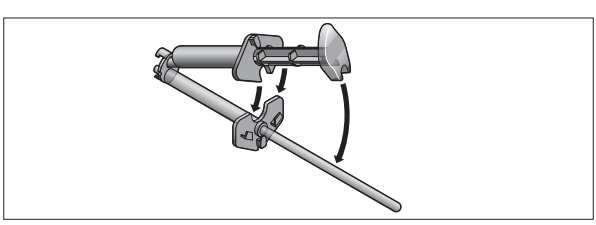

Fig. 02
3. Comprimere insieme le piastre di presa della siringa della base e della siringa del catalizzatore in modo che il meccanismo di blocco della siringa del catalizzatore si agganci alla piastra di presa della siringa della base (Fig. 02).